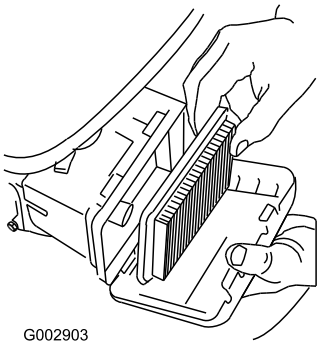

Figur 21
3. Ta bort luftfiltret (Figur 21).